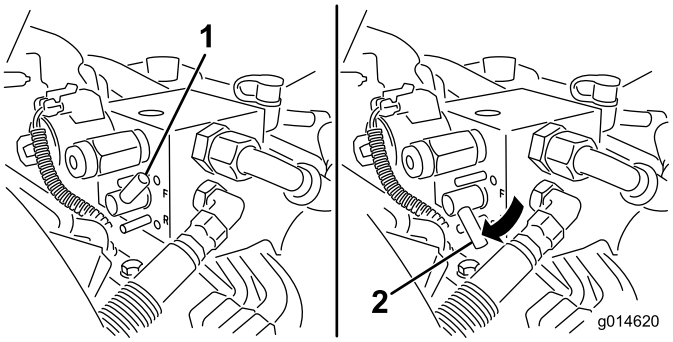

Figuur 52
5. Zet de wethendel in de achteruitstand (R) (Figuur 52).